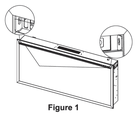

Figure 1
a.Two glass fixing screws are set on the left air inlet and the right air outlet respectively. Use a screwdriver to remove the left and right fixing screws respectively, and keep the screws. (See Figure 1 below)